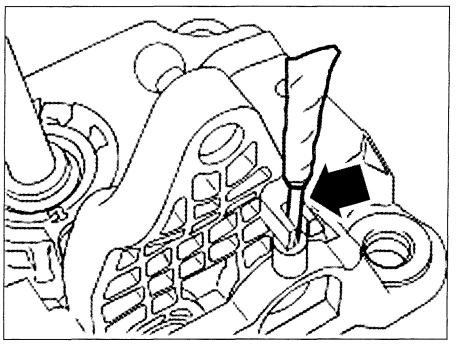

FIG. 12
- Colocar la palanca de velocidades en punto muerto y apretarla en esta posición con un pasador de ø 3 mm (por ejemplo, una broca) **(fig. 12).**